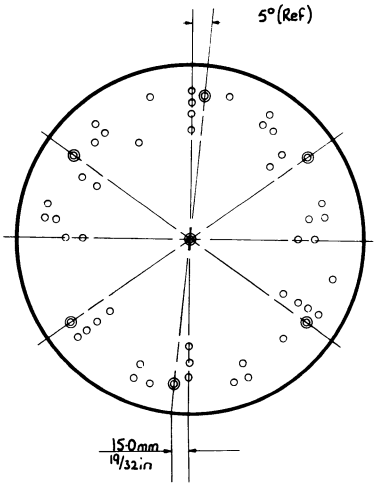

FIGURE B9. BASEPLATE MODIFICATION
1. Set base plate K912917 (modified if necessary see figure B9) on a firm, level surface and place the three clutch plate spacers, positioned so as to be under, or in line, with the PTO clutch operating levers. Also place the six clutch cover spacers (DB 8832/2) over the six tapped base plate holes which will line up with the corresponding holes in the cover.